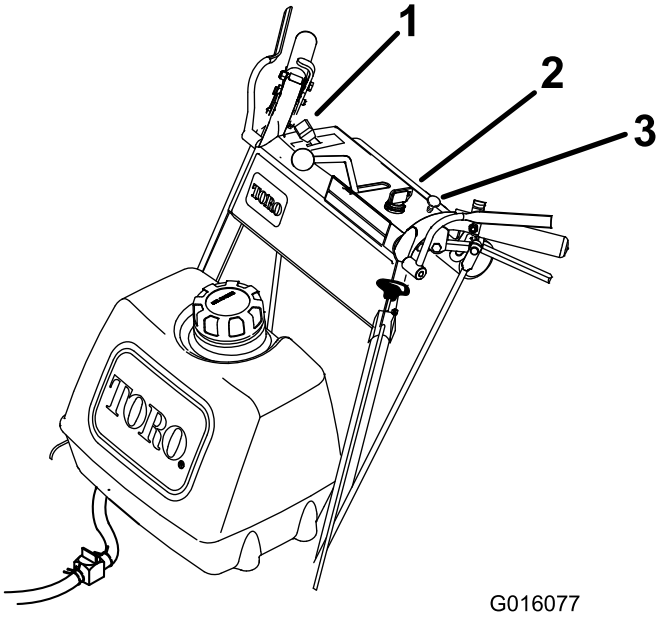

Figuur 9
11. Zet de chokehendel op Uit zodra de motor opgewarmd is (Figuur 9).
2. Zet de gashendel weer op Langzaam (Figuur 9).